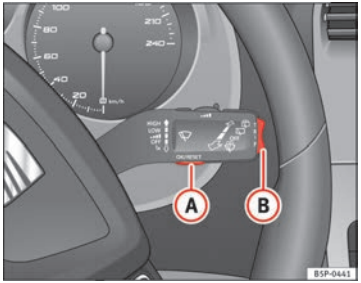
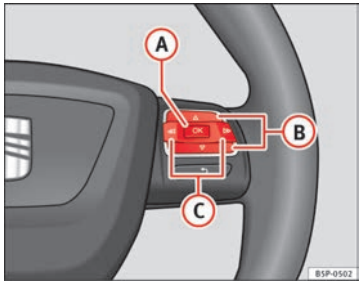

Fig. 45 Windscreen wiper lever: button A to confirm the menu selection and rocker switch B to change the menu
Fig. 46 Steering wheel controls: button A to confirm the menu selection and switch B to change the menu
– Press button (A) on the windscreen wiper lever. The **Configuration** menu is opened. ▶
– To access the “Configuration” menu, press button (C) ⇒ Fig. 46 until the menu is displayed. Now you are in this menu.
– Select option **Winter tyres** using switch (B).
– Press the button (A). The menu **Winter tyres** is opened.
– Use button (B) to select the option **+10 km/h** or **-10 km/h** and press button (B) to either increase or decrease the speed displayed.
– Use switch (B) to select the menu point **On / Off** and press the button to switch the speed warning on or off. If the speed warning is deactivated, three dashes will be displayed **---**.
– To change from one memory to another, briefly press button (A) ⇒ Fig. 45 ⇒ page 68 on the windscreen wiper lever or the OK button on the multifunction steering wheel ⇒ Fig. 46 ⇒ page 68 while the ignition is switched on.
The following data can be viewed on the multifunction display using the rocker switch (B) ⇒ Fig. 45 ⇒ page 68 on the windscreen wiper lever or by pressing button △ or ▽ ⇒ Fig. 46 on the multifunction steering wheel*.
– Press button ▷ or ◁ on the multifunction steering wheel* ⇒ Fig. 46 until the **Vehicle Status** menu is displayed.